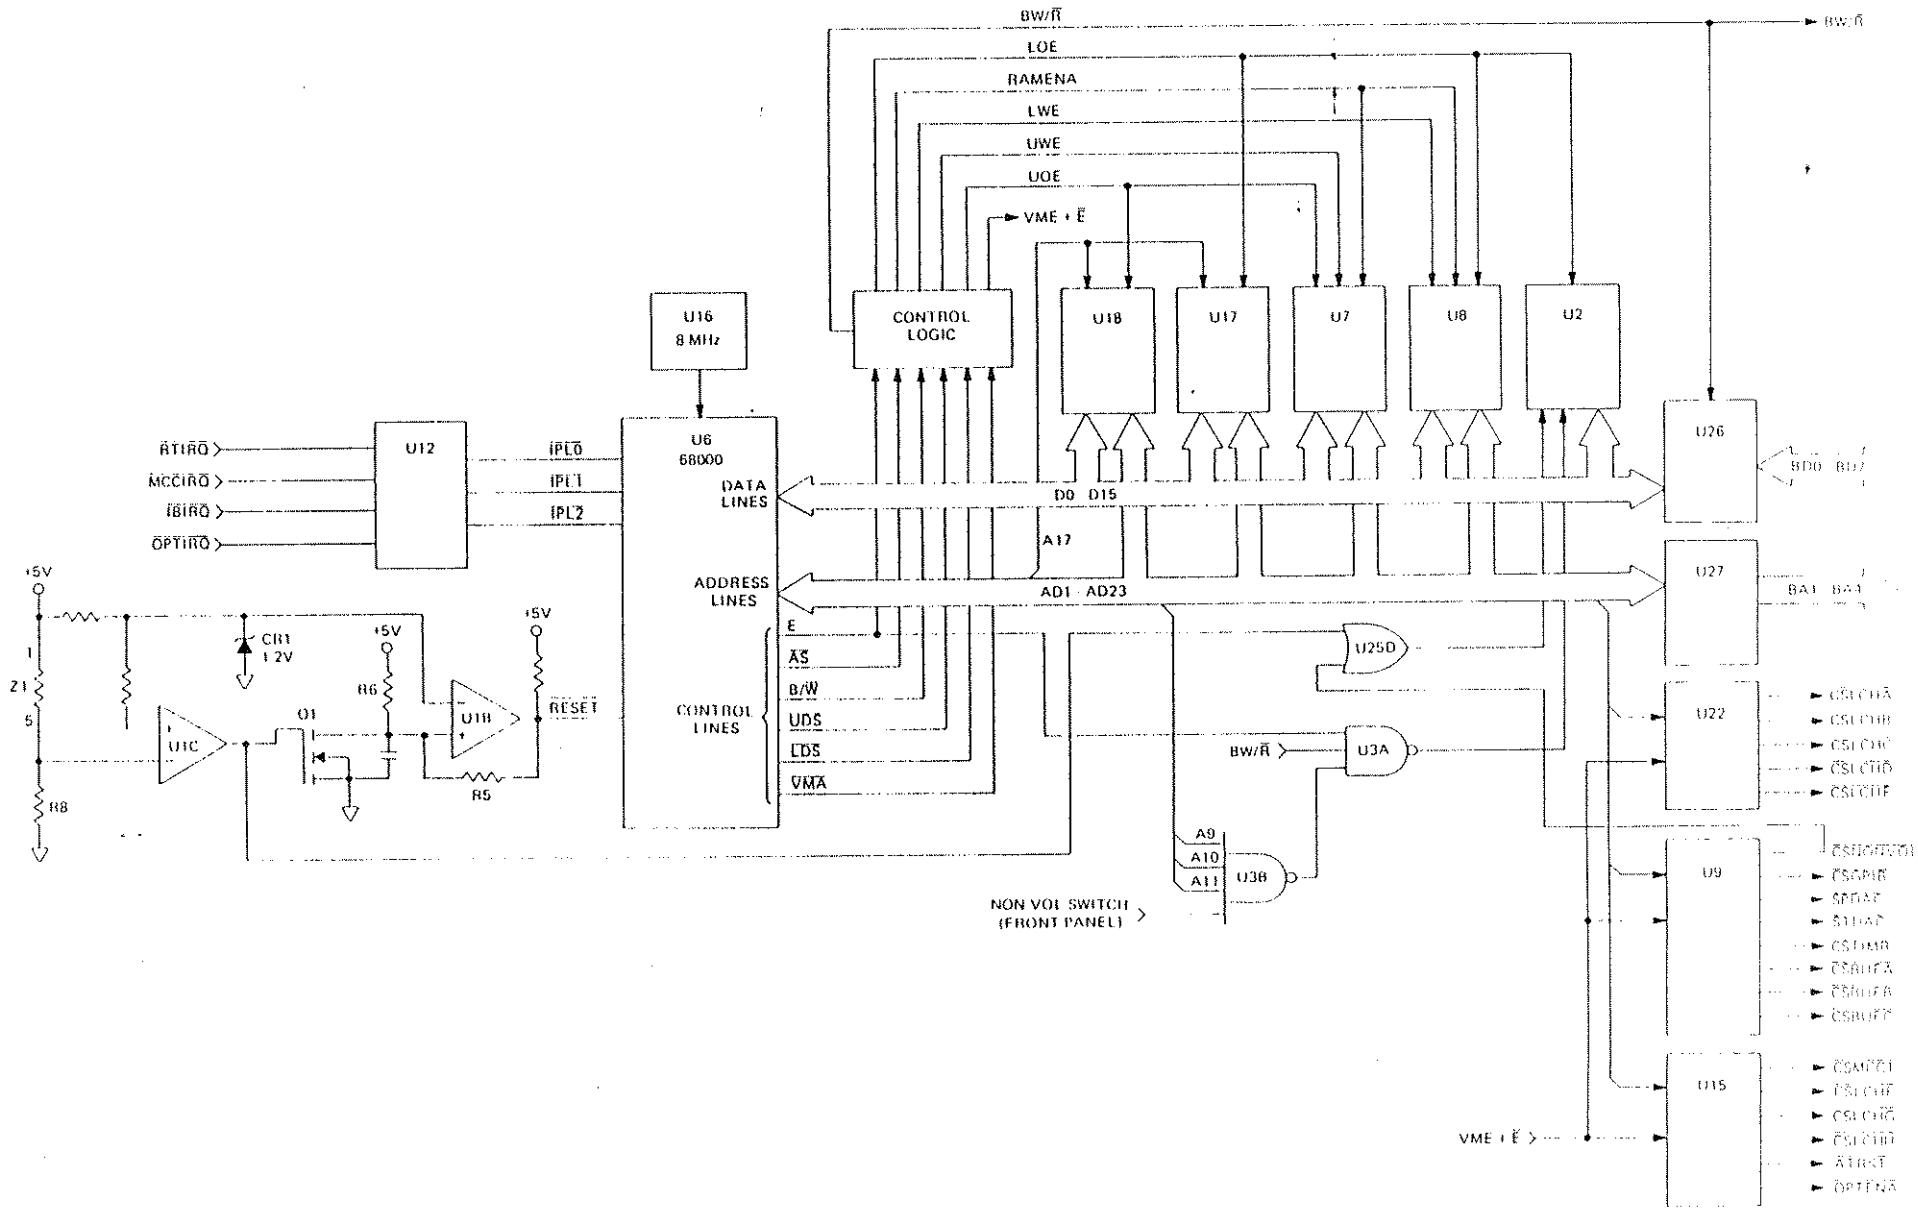

Figure 5.13 – Simplified Schematic for the Microprocessor Block
5.3.6.1.3 The microprocessor block contains eight major divisions. Refer to Figure 5.13. These divisions include the following: